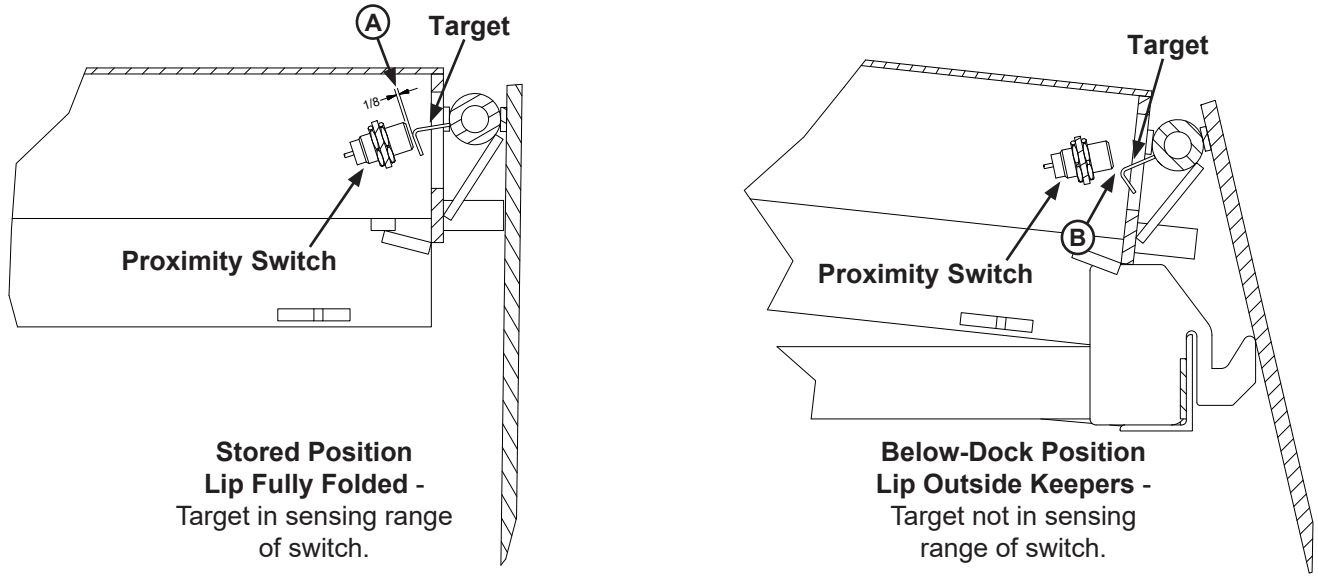

Figure 23
3. Press the RAISE button. The dock leveler should NOT raise. If the leveler did not raise, proceed with step 4. If the leveler did raise, decrease dimension (**A**), so that the target is in the sensing range of the switch. Typical factory setting for (**A**) is approximately 1/8". Make adjustments at switch until leveler does not raise when the vehicle restraint is not engaged on transport vehicle RIG bar. See Figure 23.
6. Press the RELEASE button. The vehicle restraint should NOT disengage from the transport vehicle RIG bar or test fixture. If the vehicle restraint did NOT disengage, proceed with Step 7. If the vehicle restraint DID disengage, move the switch farther from the target or bend the target to increase dimension (**B**) so that the target is not in the sensing range of the switch. Make adjustments at switch and/or target until vehicle restraint does not disengage transport vehicle. See Figure 23.